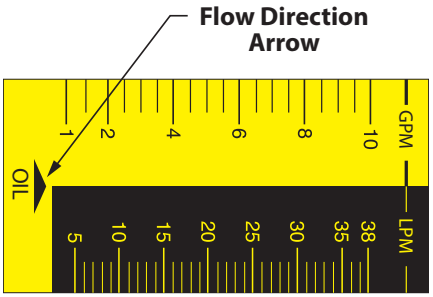

Figure 1: Flow direction arrow
- Ensure the fluid is traveling in the direction of the flow arrow *(Figure 1)*.
1. Mount the VA High Pressure Test Kit Flow Meter so fluid is traveling in the direction of the flow arrow. See *Figure 1*.